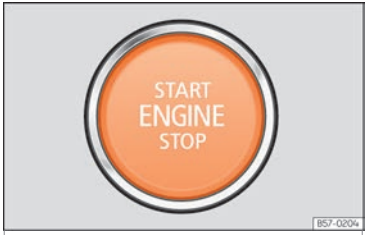

Fig. 161 Sur la partie inférieure de la console centrale : touche de démarrage.
- Appuyez sur le bouton d'allumage de contact et de démarrage ››› fig. 161 jusqu'à ce que le témoin de contrôle **READY** s'allume sur le combiné d'instruments. N'accélérez pas. Relâchez le bouton d'allumage de contact et de démarrage lorsque le témoin de contrôle **READY** s'allume sur le combiné d'instruments. La marque qui apparaît sur le témoin de puissance change de **OFF** à **0**.
- Appuyez sur la touche de démarrage ››› fig. 161 sans appuyer sur l'accélérateur. Le moteur ne pourra démarrer qu'en présence d'une clé valide dans le véhicule. Après avoir démarré le moteur, le bouton-poussoir START ENGINE STOP s'allume pour indiquer que le moteur est en marche.
- Appuyez brièvement sur la touche de démarrage ››› fig. 161.